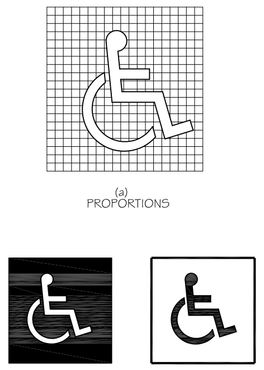

FIG. 43
4.30.5 SYMBOLS OF ACCESSIBILITY.ACCESSIBLE FACILITIES REQUIRED TO BE IDENTIFIED BY 4.1 SHALL USE THE INTERNATIONAL SYMBOL OF ACCESSIBILITY. THE SYMBOL SHALL BE DISPLAYED AS SHOWN IN FIG. 43.